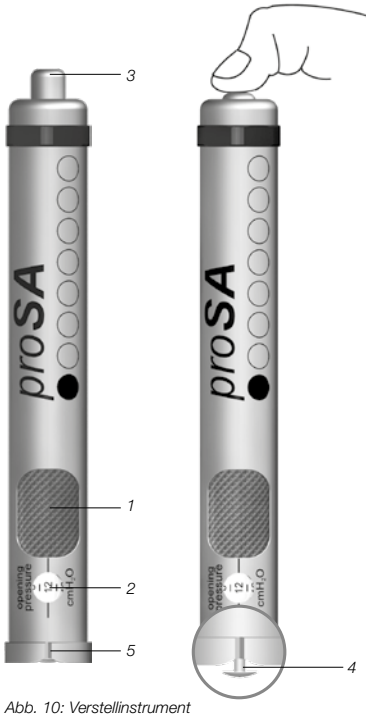

Abb. 10: Verstellinstrument
Das Verstellinstrument dient der Einstellung des Ventilöffnungsdruckes (Abb. 10). Die gewünschte Druckstufe wird durch Verdrehen des Verstellrades (1) gewählt, die Druckstufe erscheint im Anzeigefenster (2). Das Verstellinstrument wird zentral auf das Ventil aufgesetzt. Durch Betätigen des Druckknopfes (3) wird die Verstellspitze (4) aus dem Boden gedrückt, der Rotor im Ventil entriegelt und der Ventilöffnungsdruck eingestellt. Die Markierung (5) des Verstellinstruments muss beim Aufsetzen auf das Ventil in Richtung des proximalen (zum Ventil führenden) Katheters zeigen. Der Pfeil auf der Unterseite der Kappe zeigt wieder die Flussrichtung an.